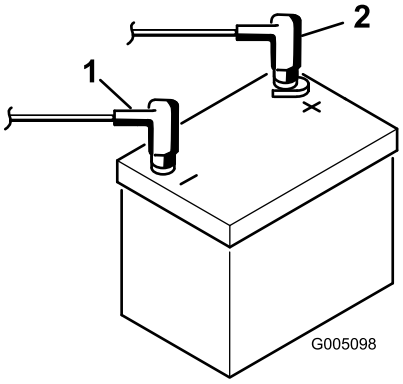

Figur 6
2. Koble de positive batterikablene (røde) fra startsolenoiden til den positive polen (+) på batteriet (Figur 6). Fest dem med en skrunøkkel, og dekk polene med vaselin. Pass på at kabelen ikke ligger over setet (i den bakerste stillingen), da dette vil resultere i slitasje eller skade på kabelen.